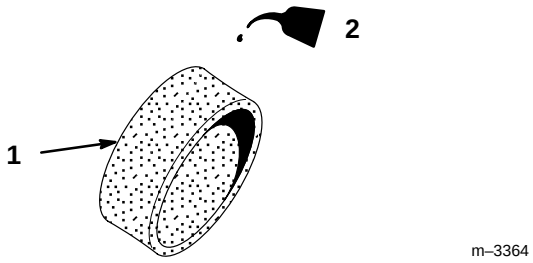

Figure 28
3. Saturer l'élément d'huile moteur propre (Fig. 28), le presser pour éliminer l'excès d'huile, puis l'envelopper d'un chiffon et le presser pour le sécher le plus possible, en le manipulant avec précautions pour ne pas le déchirer.